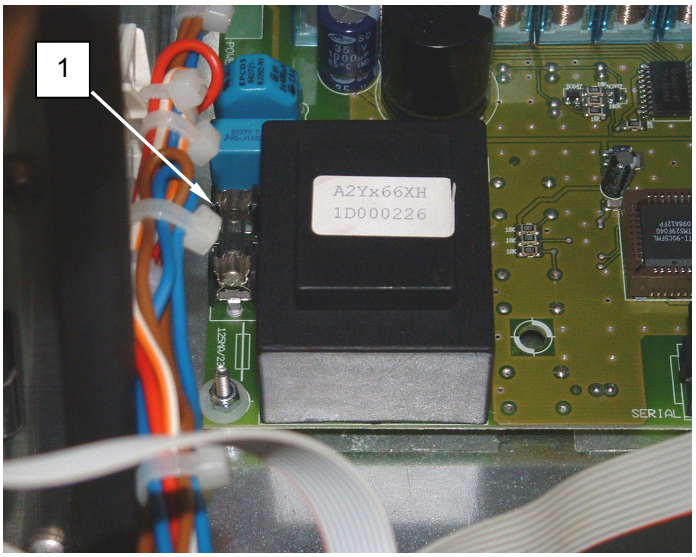

Figure 6. Replace the Microprocessor Board Fuse.
3. Remove fuse **(Figure 6, Item 1)**.
4. Install replacement fuse **(Figure 6, Item 1)**.